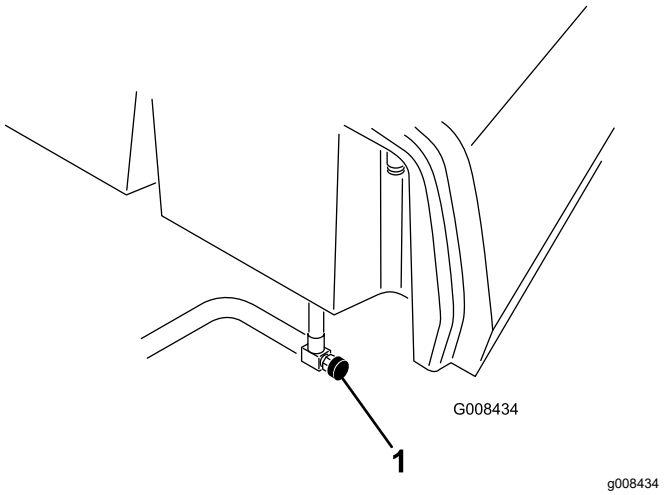

Figur 35
1. Stäng bränslekranen (Figur 35) under bränsletanken.